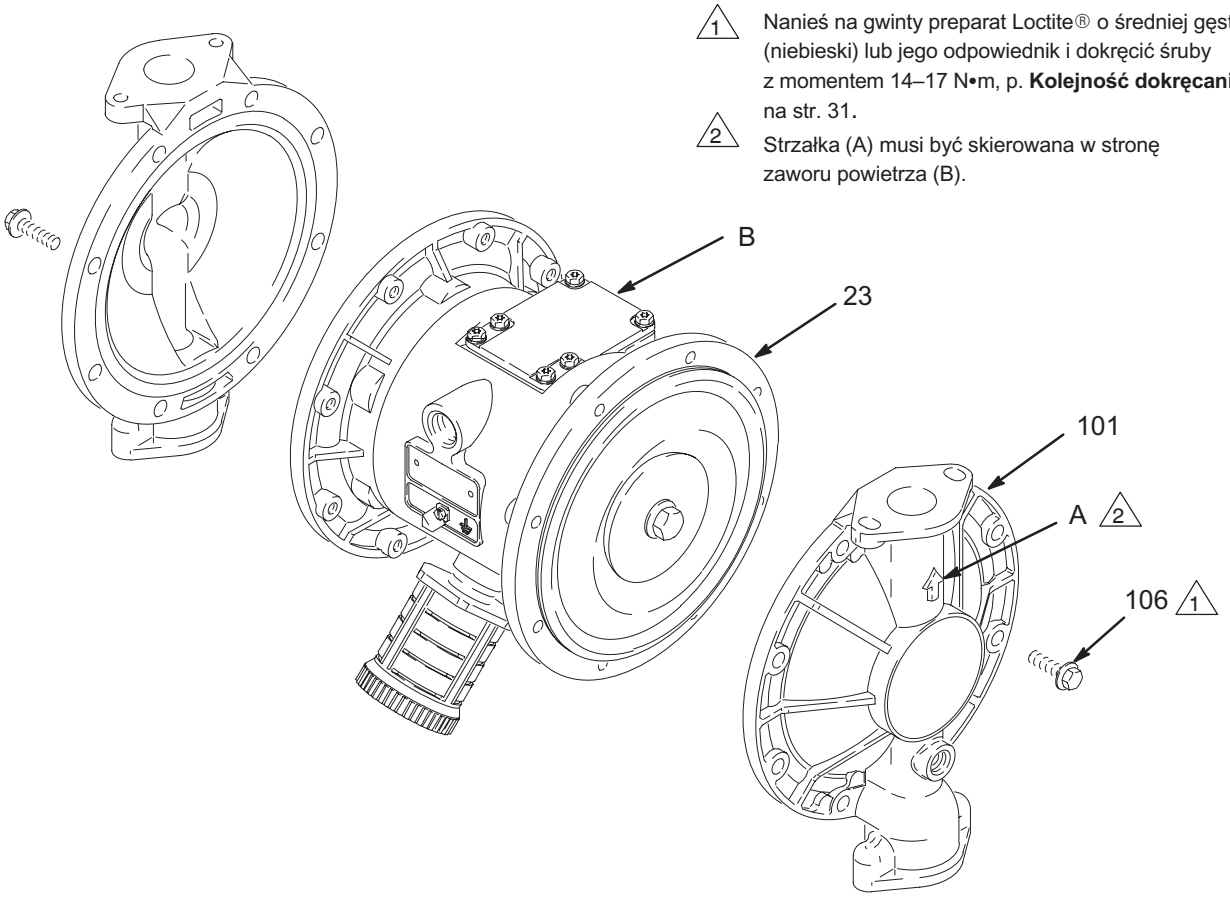

Rys. 13 02635B
3. Za pomocą klucza nasadowego 10 mmodkręć śruby (106) mocujące osłony hydrauliczne (101) do osłon pneumatycznych (23). Ściągnij osłony hydrauliczne (101) z pompy. P. rys. 13.